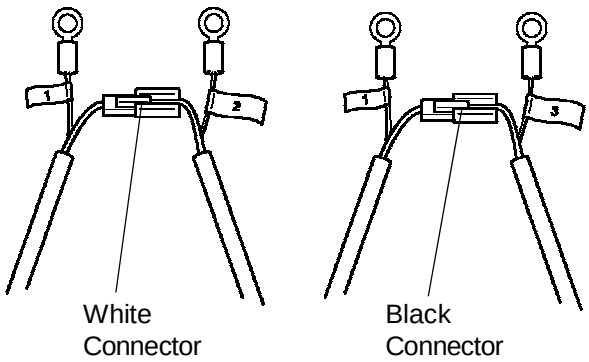

Fig. 12
3) Connect the Connectors attached to the Float Switches so that the colors of the Connectors match. See Fig. 12.